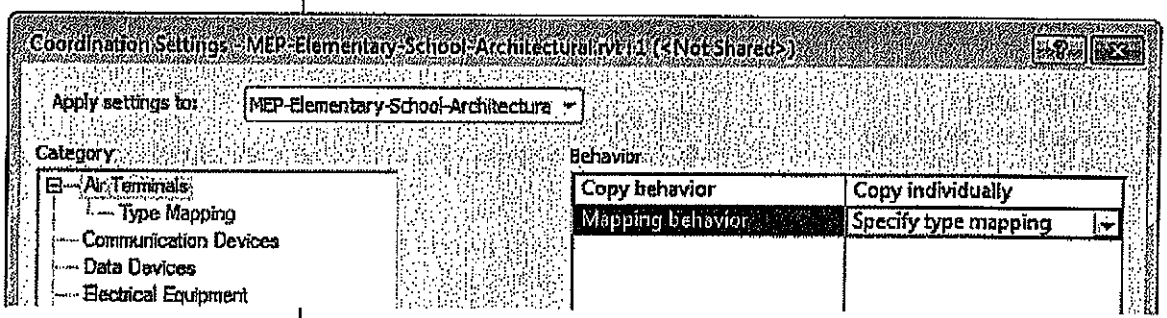

Figure 3–16
4. In the Coordination Settings dialog box, set the *Behavior* for each category of Revit MEP fixtures, as shown in Figure 3–16 for Air Terminals. In the *Category* area, select the type of fixtures you want to modify. In the *Behavior* area, specify the **Copy behavior** and the **Mapping behavior.**